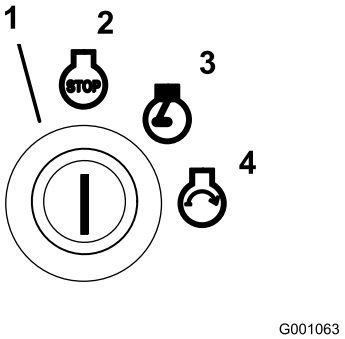

Figur 14
6. Vri tenningsnøkkelen med klokken til stillingen Kjør (Figur 14).
9. Vri tenningsnøkkelen til stillingen Start. Glødepluggindikatoren tennes igjen. Slipp nøkkelen straks motoren starter (Figur 14).
2. Vri tenningsnøkkelen med klokken til stillingen Kjør (Figur 14).
4. Vri tenningsnøkkelen til stillingen Av (Figur 14). Vent til alle bevegelige deler stanser før du forlater førerstillingen.